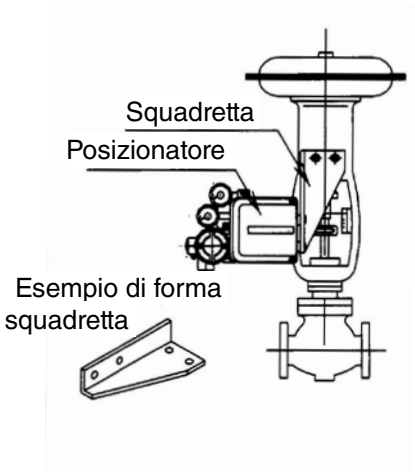

Fig. 6 Squadretta a L
Quando la corrente in ingresso aumenta, l'armatura (14) riceve un momento torcente antiorario, con la balestra (12) del motore di coppia (13) che agisce da supporto, il contrappeso (4) viene spinto verso sinistra, il gioco tra l'ugello (6) e la linguetta (5) si apre e la contropressione dell'ugello diminuisce. Di conseguenza, la valvola di scarico (7) della valvola pilota (1) si sposta a destra, la pressione in uscita di OUT1 aumenta e quella di OUT2 diminuisce, avviando la rotazione dell'attuatore oscillante (16). Lo spostamento dell'attuatore oscillante (16) agisce sulla molla di retroazione (10) tramite l'albero di retroazione, la camma (8), la leva di regolazione dell'intervallo (9) e la leva di trasmissione (15) e l'attuatore è bilanciato nella posizione in cui è bilanciato con la forza generata dalla corrente in ingresso. La Fig. 6 mostra un esempio di normale attuazione della struttura DA della camma (l'albero principale dell'attuatore oscillante (16) gira in senso orario quando aumenta la corrente in ingresso).